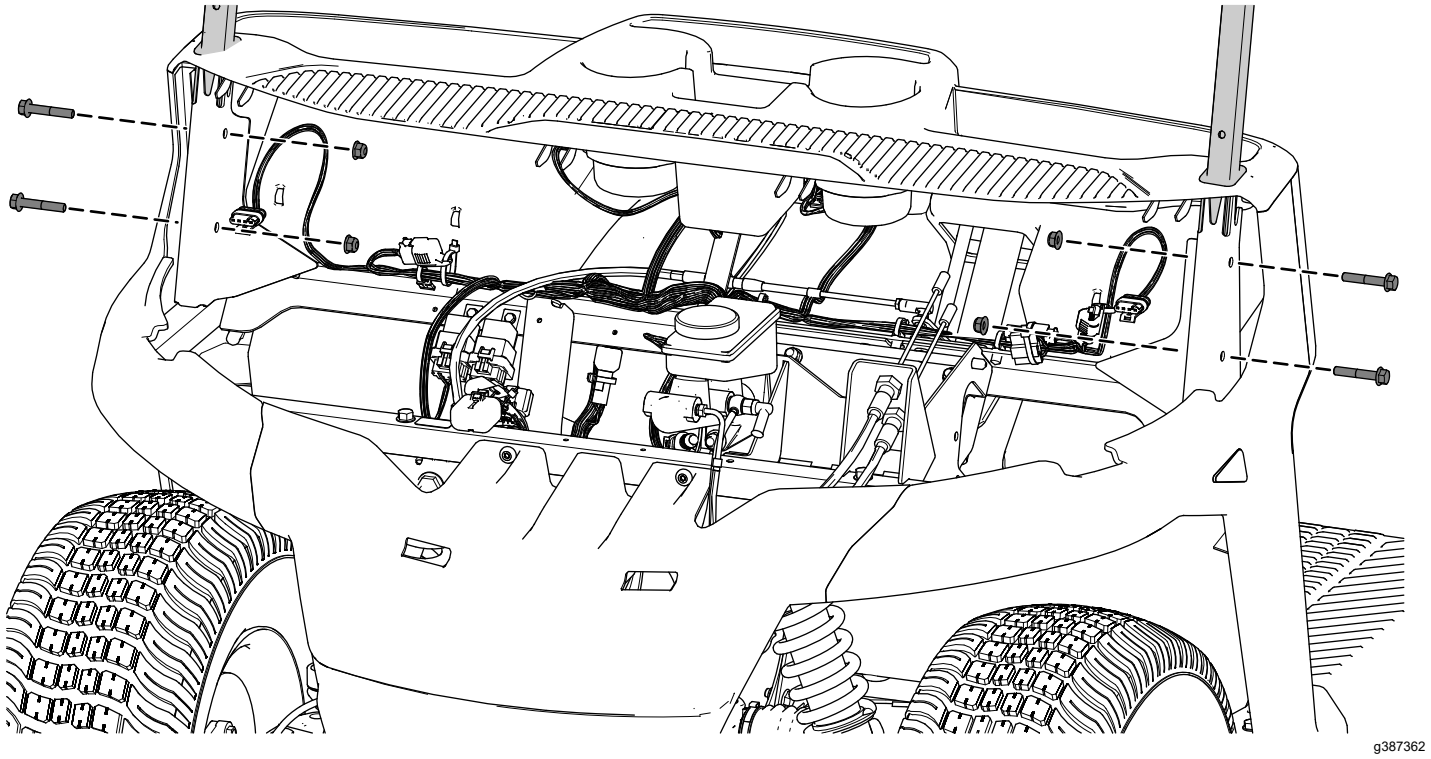

Figuur 2
2. Bevestig losjes het onderste gedeelte van de voorste framebuizen met 4 flenskopbouten (5/16" x 1¾") en 4 borgmoeren (5/16") zoals getoond in Figuur 2.